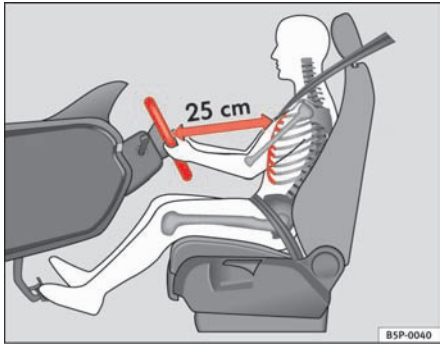

Fig. 1 The proper distance between driver and steering wheel
– Adjust the steering wheel so that there is a distance of at least 25 cm between the steering wheel and the centre of your chest ⇒ fig. 1.
- **Adjust the driver's seat so that there is at least 25 cm distance between the thorax and the hub of the steering wheel ⇒ page 10, fig. 1. If you are sitting nearer than 25 cm, the airbag system cannot protect you properly.**